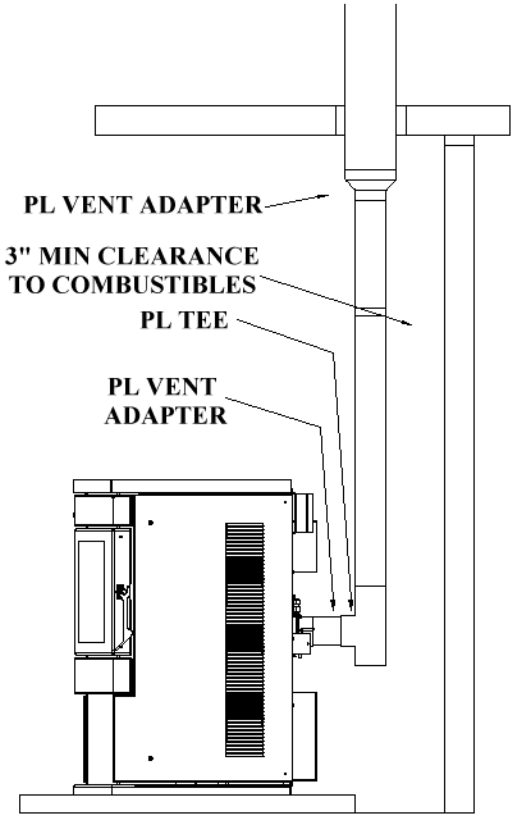

Figure 7
4. When venting into a Class A steel chimney, (Figure 7), use an appropriate PL Vent adapter.